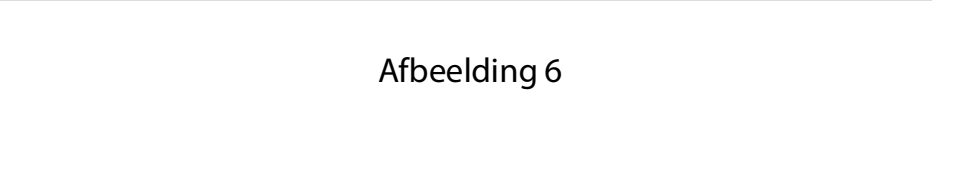

Afbeelding 6
1. Twee verschijnselen helpen bij de bepaling van de as van het astigmatisme: breking en breedte. Breking wordt geobserveerd wanneer de streep niet is uitgelijnd met een hoofdmeridiaan van het astigmatisme (afbeelding 3 en 5). De streep is uitgelijnd met een hoofdmeridiaan wanneer het brekingseffect verdwijnt en de breedte van de reflex op zijn smalst is (en op zijn helderst) (Afbeelding 6).